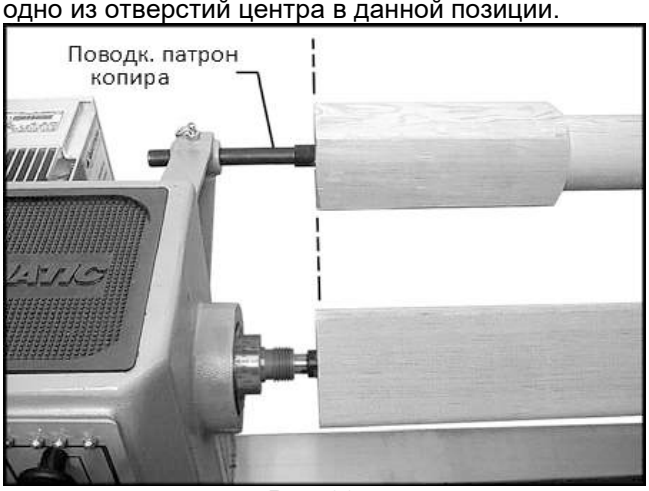

Рис. 29
2. Установите вращающийся *четырехзубцовый поводковый патрон* копира на кронштейн защиты, подняв фиксатор, вставьте центр так, чтобы его конец был на одном уровне с концом центра, установленного на передней бабке. См. Рис. 29. Фиксатор в кронштейне должен войти в одно из отверстий центра в данной позиции.